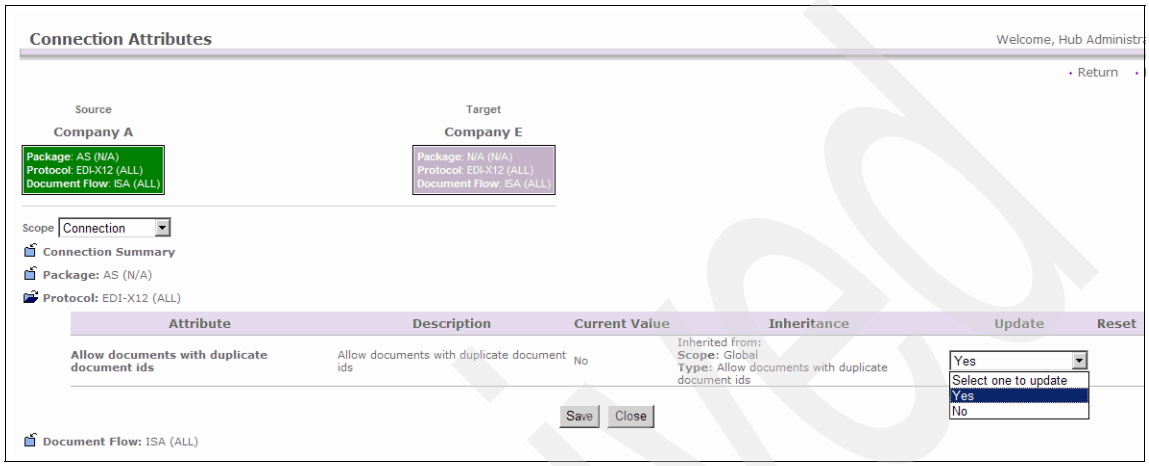

Figure 19-57 Setting the attribute Allow documents with duplicate document ids to Yes
3. Select **Yes** from the drop-down box for the attribute **Allow documents with duplicate document ids**. See Figure 19-57 on page 686.